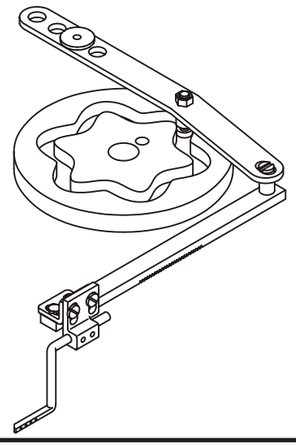

Fig. 29
2. El disco leva superior dirige la barra para ribete decorativo. (Fig.29)
3. El disco leva inferior dirige la barra de la banda para ribete ornamental. (Fig.29)